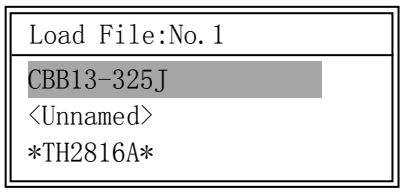

Figure 4-9. Available Files Message Window
2) Press LOAD. The message of available file(s) will be listed in the message window as shown in Figure 4-9.